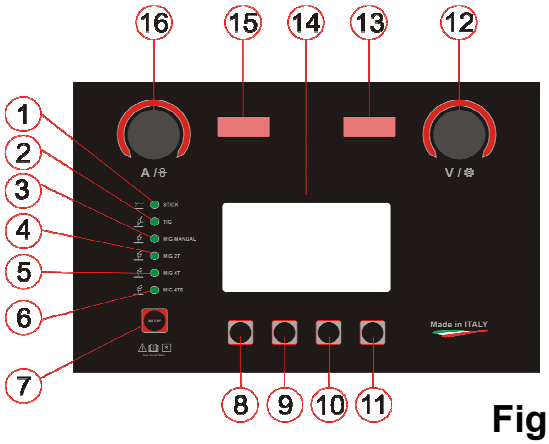

Fig. 4
Use the Select Mode button (Fig. 4, ref.7) to toggle through the menu until the LED next to STICK illuminates. You are now in the stick welding mode.
1) Press the button (Fig. 4, ref.8)
2) Select the Manual or Easy set function through the button (Fig. 4,ref.9)or the V / SET encoder
3) To activate the selected function, press the button (Fig. 4,ref .11)
6) To activate the selected function, press the button (Fig.4, ref. 11, Pg 10)
8) Select the type of electrode through the button (Fig.4 ,ref. 11) or the encoder (Fig.4, ref.12);
9) To confirm the choice, press the button (Fig.4,ref. 11)
12) Select the size of the electrode through the button (Fig.4 ,ref. 11) or the encoder (Fig.4,ref.12) ;
13) To confirm the choice, press the button (Fig.4, ref. 11)
14) To enter in the Arc Force / Hot Start adjustment menu, press the button (Fig.4, ref. 9) ;
15) To select Arc Force or Hot Start press the button (Fig.4,ref. 9)
16) To change the Arc Force or Hot start value move the encoder (Fig.4,ref. 12) ;
17) Press PUL SET button (Fig. 4, ref.10);
19) To change the pulse frequency value, move the encoder (Fig.4,ref. 12)
20) Press the button (Fig.4,ref. 9) to go to the Peak time regulation;
21) To change the Peak time value , move the encoder (Fig.4,ref.12)
22) Press the button (Fig.4,ref. 9) to go to the Background Amps regulation
23) To change the Background amps value, move the encoder (Fig.4,ref.12)
Use the Select Mode button (Fig.4,ref 7) to toggle through the menu until the LED next to 2T illuminates. You are now in the TIG 2T welding mode.
1) Press the button (Fig.4,ref.8)
2) Select the AC or DC set function through the button (Fig.4,ref.9) or the encoder (Fig.4,ref. 12)
3) To activate the selected function, press the button (Fig.4,ref. 11)
5) Select the Standard or Pulsed set function through the button (Fig.4,ref.9) or the encoder (Fig.4,ref.12)
6) To activate the selected function, press the button (Fig.4,ref. 11)
8) Select LIFT or HF through the button (Fig.4, ref.9) or the encoder (Fig.4,ref. 12)
For regulate the parameters AC FREQUENCY and AC BALANCE press the button AC SET (Fig.4, ref.10). With the encoder (Fig.4, ref. 12) you can regulate the value .
Press the button ➡ (Fig.4,ref. 11) to go to Frequency regulation .
In order to access the TIG - MAIN SETTINGS submenu, press button (Fig.4, ref.9), and the following screen appears
Here, you can select your pre-gas flow in seconds. by turning encoder (Fig.4,ref. 12) until you reach your desired pre-gas flow duration.
In order to adjust the next value of the sequencer, in this case **t1** (slope up), press button ➡ (Fig.4,ref.9);